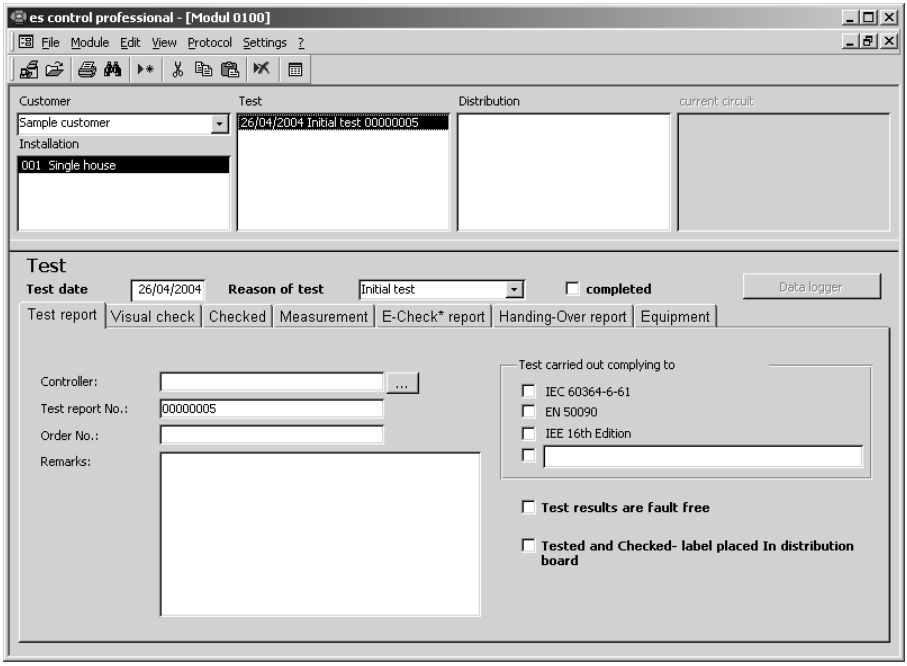

Figure 5.8: Add data record for test
- Now create a new data record using the “Data record I Add” menu command, or use the context menu which may be accessed by clicking the right mouse key. A test for the “Installation 1” installation at “Customer A” customer is created. The new data record for the test is displayed as shown in Figure 5.8.